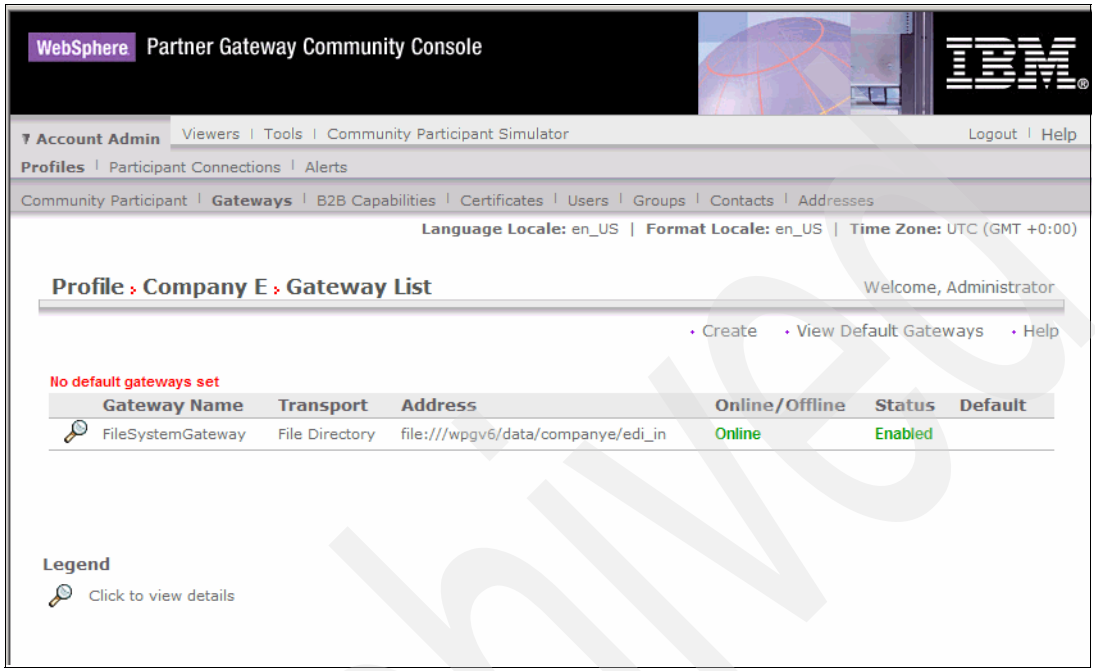

Figure 7-26 List of defined gateways
5. Figure 7-26 lists the new gateway. It also shows that a default gateway has not been provided. There is no checkmark under Default. To label a gateway as the default gateway, click **View Default Gateways**.